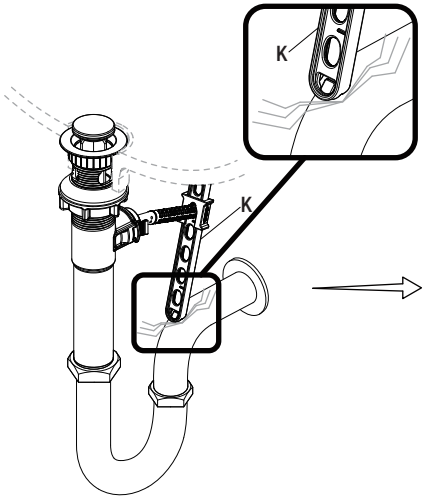

Fig. 1
- □ If the pop up lift rod strap (K) is interfering with your installation, as shown in Fig. 1, the lift rod strap (K) can be cut shorter.